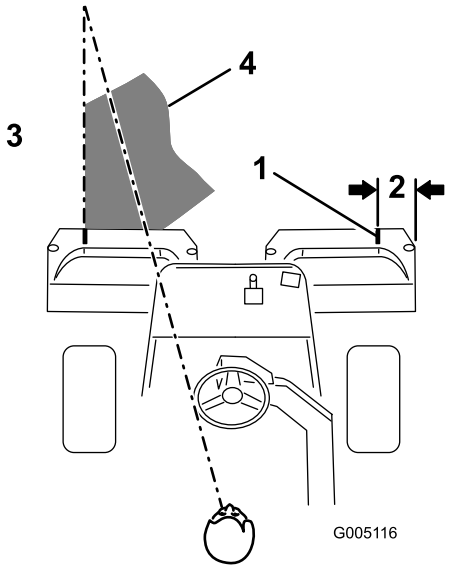

**Figur 23**
**Obs:** Etablera en tänkt siktlinje ca 1,8 till 3 m framför maskinen till kanten av den oklippta delen av greenen så att du klipper i en rak linje och håller maskinen på ett jämnt avstånd till förra klippvändans kant (Figur 23). Inkludera rattens ytterkant i siktlinjen, dvs. håll rattkanten i linje med en punkt som alltid är på samma avstånd från maskinens framkant.